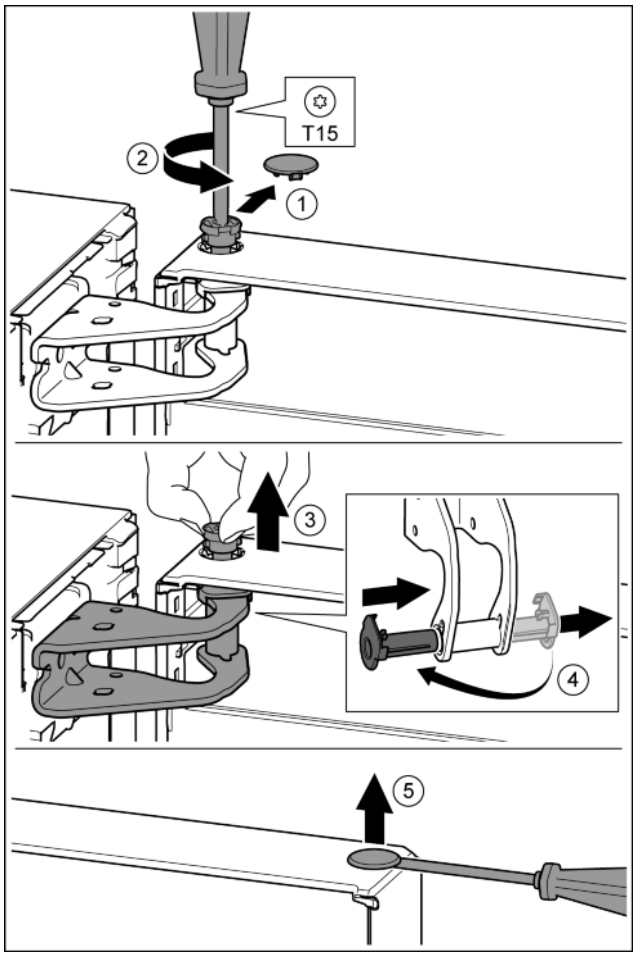

Fig. 9
▶ Carefully remove the safety cover. *Fig. 9 (1)*
▶ Undo the bolt a little with a T15 screwdriver. *Fig. 9 (2)*
▶ Hold the door and remove pins with your fingers. *Fig. 9 (3)*
▶ Pull the bearing bush out of the guide. Insert from the other side and click into place. *Fig. 9 (4)*
▶ Carefully lift the plugs out of the door bearing bush with a slotted screwdriver and remove. *Fig. 9 (5)*